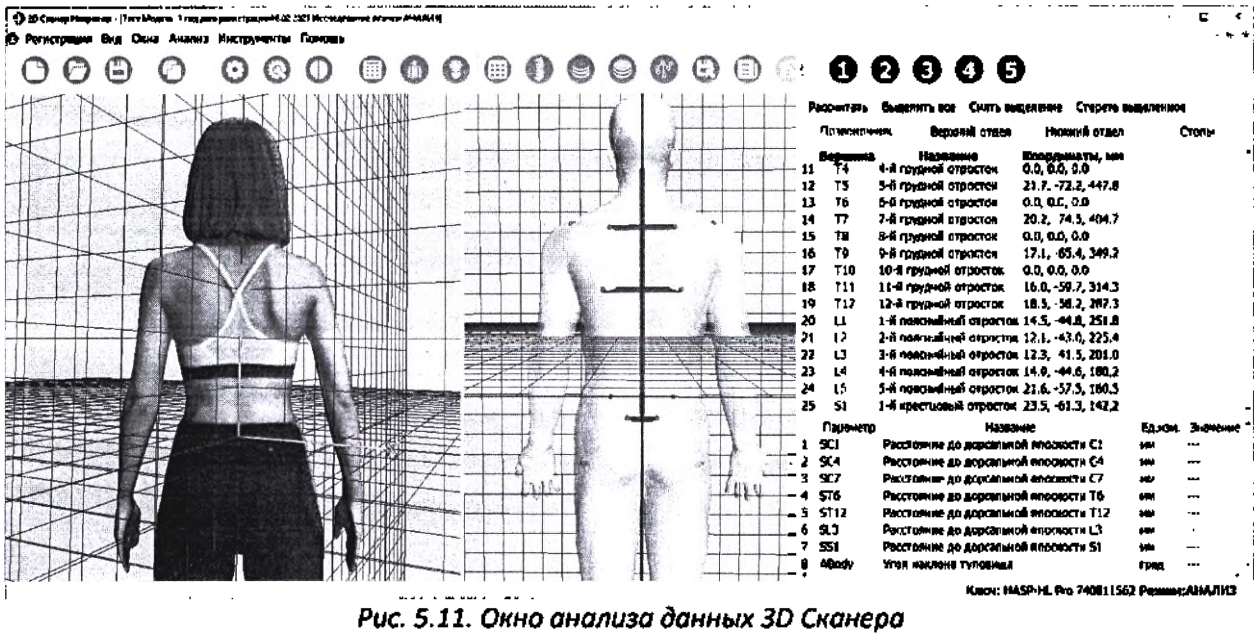

*Рис. 5.11. Окно анализа данных 3D Сканера*
**В окне 3D Сканера (см. Рис. 5.11) производится расстановка маркеров и расчет параметров (см. «Руководство пользователя по 3D Сканеру»).**